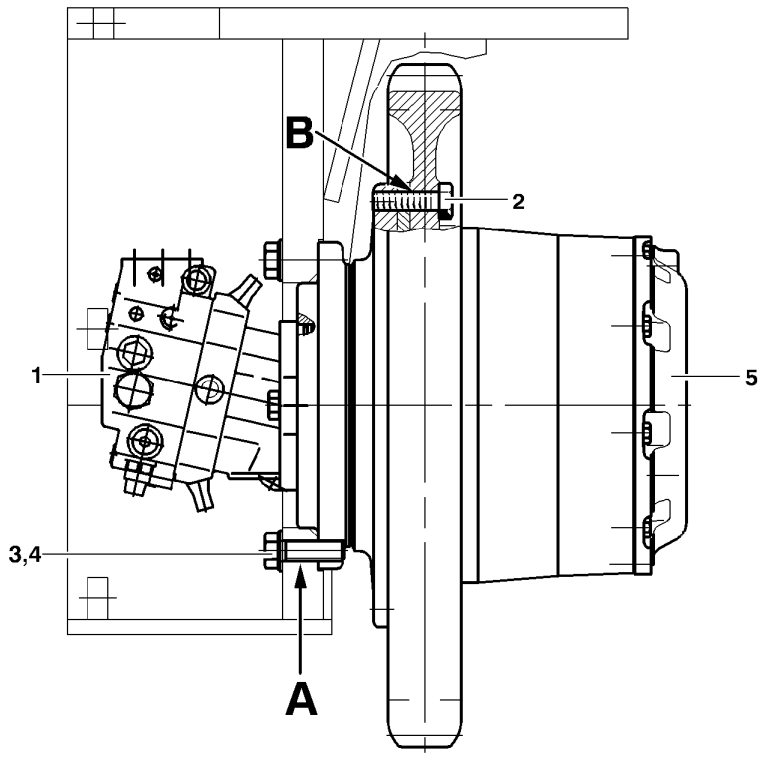

Fig.1
- Afrouxe os parafusos da roda motriz (2, Fig.1). Deixe a roda motriz acoplada ao motor de translação, preso por 4 parafusos apertados manualmente.
- Remova completamente todos os traços de tinta e graxa das superfícies de assentamento (**A** e **B**, Fig.1) da estrutura da esteira, roda motriz e caixa de engrenagens de translação com thinner (Item Nº 73171477). Verificar possíveis partes danificadas. As superfícies de assentamento devem estar brilhantes, secas e livres de graxa.
- Acople a roda motriz e caixa de engrenagens com quatro parafusos (2, Fig.1). Aperte-os manualmente.